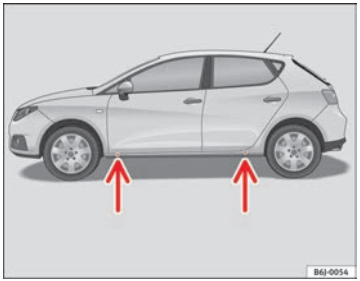

Fig. 126 Jack position points
– Locate the jacking point under the door sill closest to the wheel to be changed ⇒ fig. 126.
Recesses at the front and rear of the door sills mark the jacking points ⇒ fig. 126. There is only one jacking point for each wheel. Do not fit the jack anywhere else.